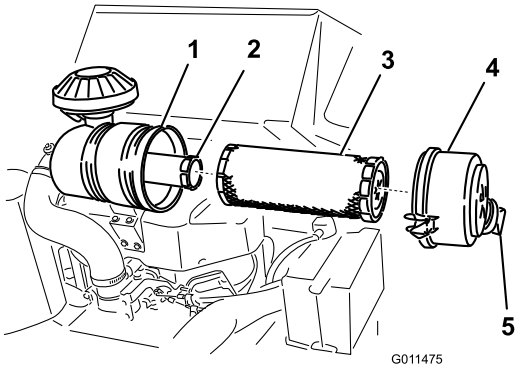

Figur 33
3. Lossa spärrhakarna på luftrenaren och dra av luftrenarkåpan från luftrenarhuset (Figur 33).
1. Dra försiktigt ut huvudfiltret ur luftrenarhuset (Figur 33). Undvik att knacka filtret mot sidan på luftrenarhuset.
4. Om du byter ut säkerhetsfiltret ska du försiktigt skjuta in det nya filtret i filterhuset (Figur 33).
5. Skjut försiktigt in huvudfiltret över säkerhetsfiltret (Figur 33). Kontrollera att det sitter ordentligt genom att trycka på filtrets yttre kant medan du monterar det.
6. Montera luftrenarkåpan med dammkåpan i den riktning som visas i Figur 33 och fäst spärrhakarna.